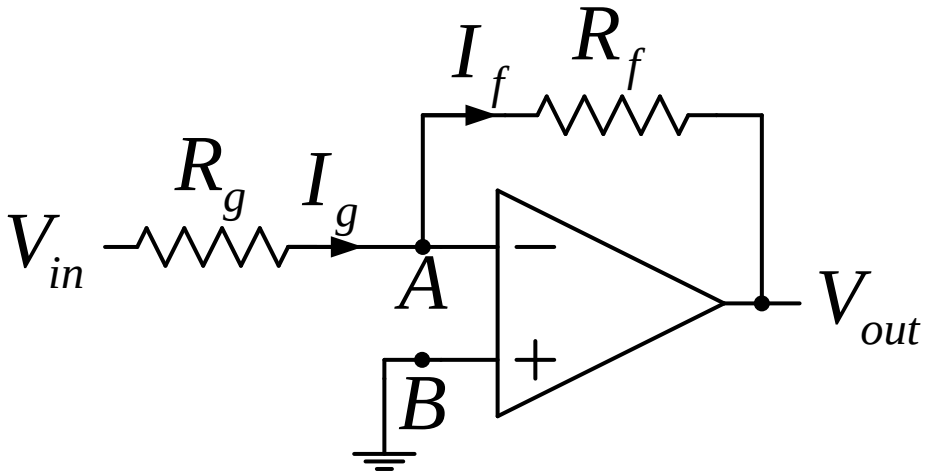

Figure 24: Inverting Amplifier
The circuit diagram for the amplifier is shown in Fig. 24 below, whilst the equation explaining its gain is shown in (3).